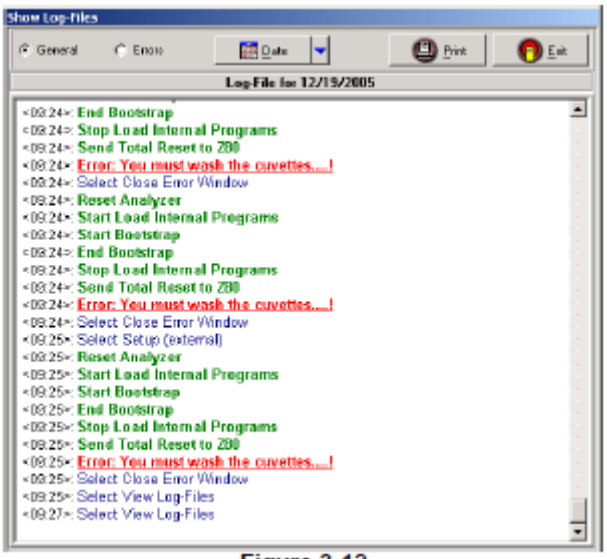

Figure 3-12
3) Selecione a opção "Show Log Files" (Fig. 3-12).
1) Da tela "Show Log Files" (Fig. 3-12), selecione o botão de comando "Imprimir".